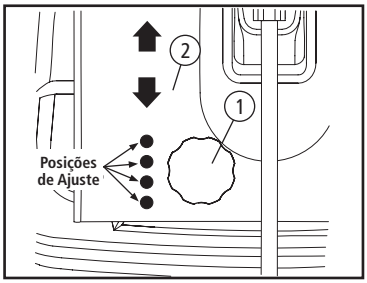

Fig. 10
Para ajustar a posição do assento, vire o banco para frente e localize o manípulo (1) de ajuste na parte frontal da base do assento (2). Gire o manípulo (1) para a esquerda e o remova. Deslize o assento para frente e para atrás e insira novamente o manípulo (1) em uma das quatro posições disponíveis na base do assento e dentro do assento. Em seguida, aperte ambos seguramente. Confirme se o assento está fixo na posição antes de operar o equipamento [Fig. 10].